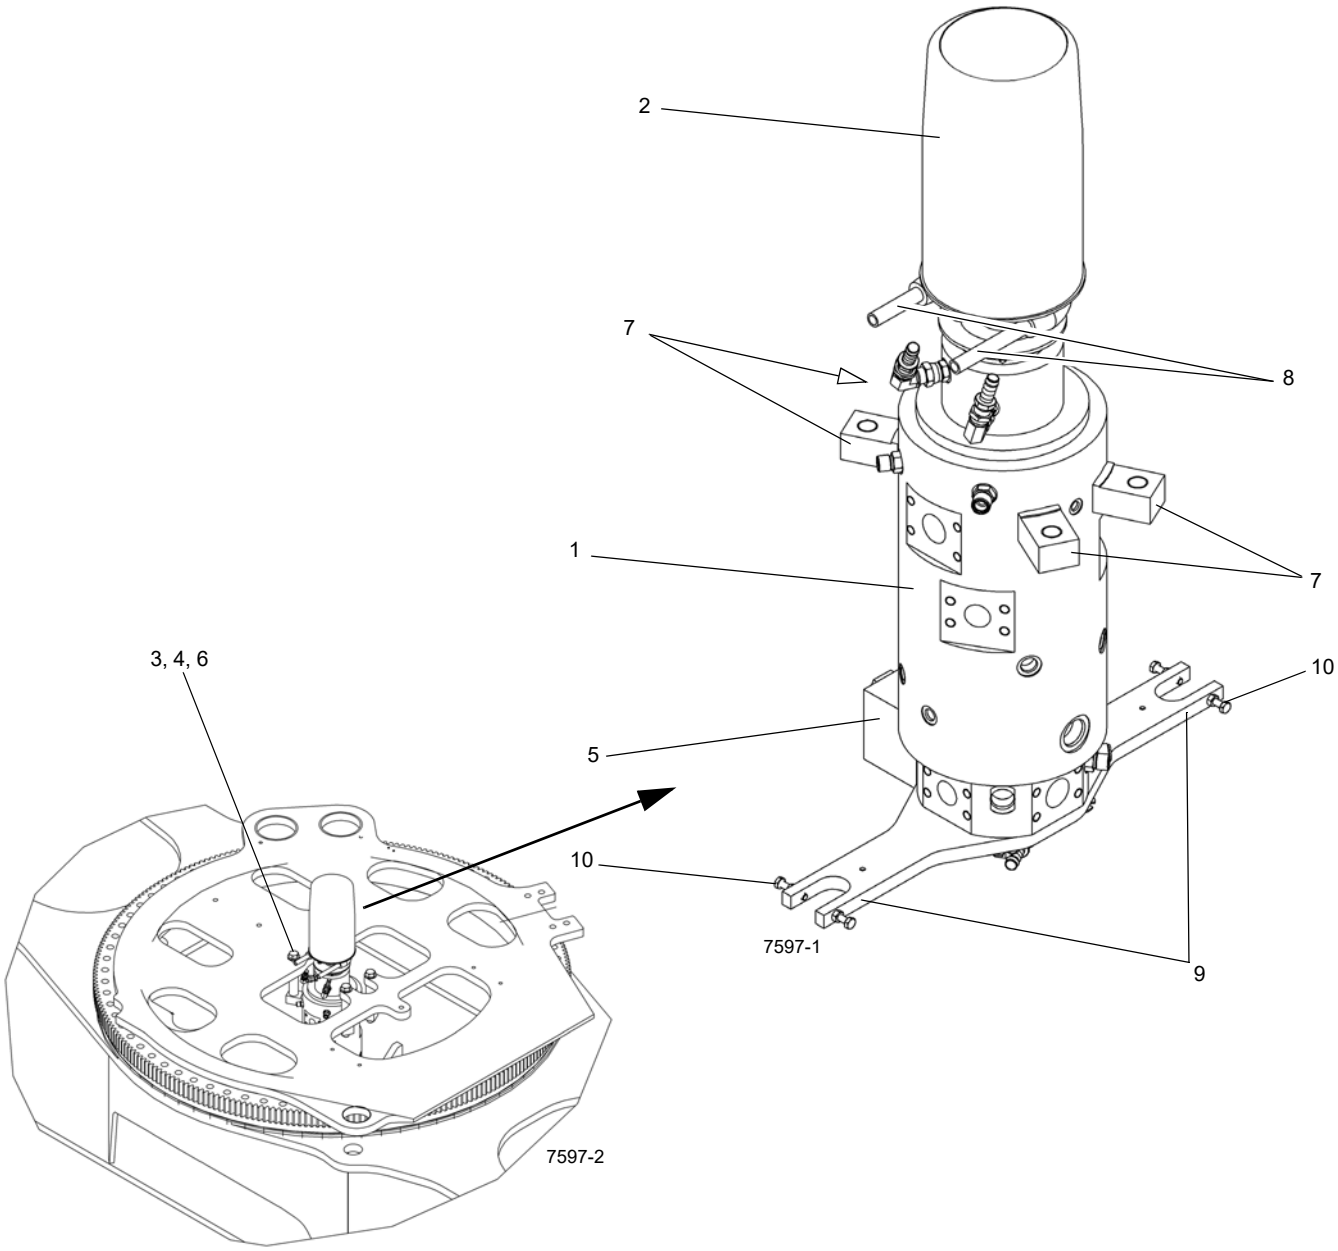

FIGURA 6-5
El conjunto de giro consiste en un adaptador giratorio hidráulico de 14 lumbreras, acondicionador de aire, un adaptador giratorio de agua y un conjunto de anillos colectores de 46 conductores (2) (Figura 6-5). No es posible usar conexiones rígidas para transferir aceite, agua caliente ni electricidad entre el vehículo y la superestructura debido a que esta puede girar 360° continuamente. El uso de adaptadores giratorios cumple esta función de modo eficiente.
La parte de tubo del adaptador giratorio hidráulico se conecta a la placa de base de la plataforma de giro por medio de cuatro pernos (3), arandelas (4) y bujes (6) (Figura 6-5), los cuales se conectan a orejetas de montaje (7) en la caja. La porción del carrete del adaptador giratorio viaja sobre un anillo de empuje en la parte superior de su caja. La porción del carrete se mantiene inmóvil respecto al vehículo por medio de pernos y placas retenedoras de perno fijadas a la placa retenedora (9) del adaptador giratorio, la cual se fija a las orejetas del chasis del vehículo por medio de pernos y contratuercas (10). Esto permite que el carrete permanezca inmóvil respecto al vehículo mientras que su caja gira junto con la superestructura.